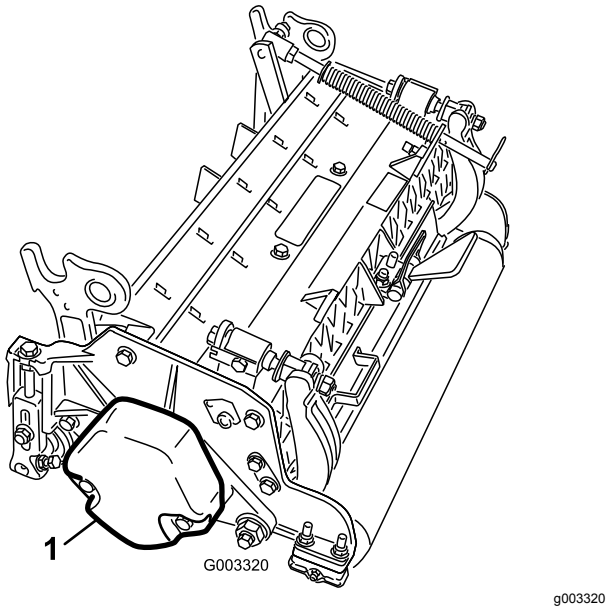

Figuur 4
4. Zorg ervoor dat het contragewicht (Figuur 4*) wordt gemonteerd aan het juiste uiteinde van het maaidek volgens de instructies in de Gebruikershandleiding van het maaidek*.